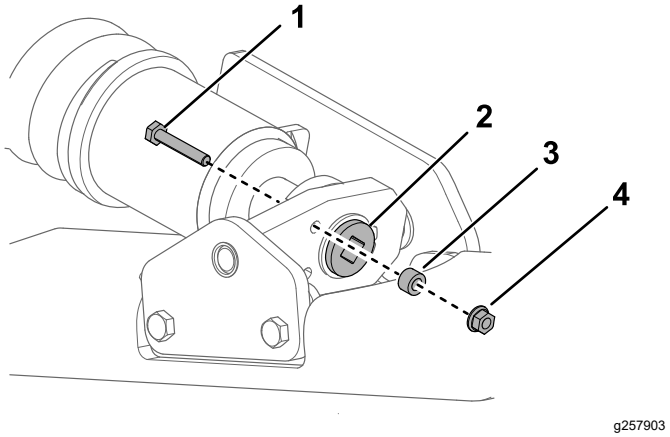
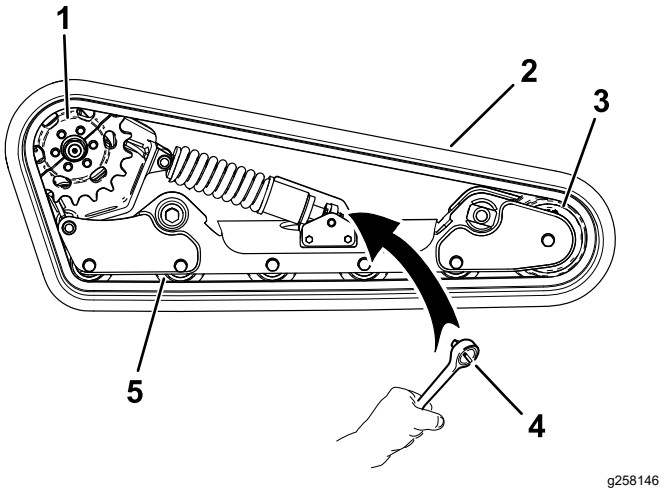

**Figura 57**
**Figura 61**
4. Retire el perno de bloqueo, el espaciador y la tuerca (Figura 57).
6. Alinee la muesca más próxima del tornillo tensor con el taladro del perno de bloqueo, y fije el tornillo con el perno de bloqueo y la tuerca (Figura 57).
7. Retire el perno de bloqueo, el espaciador y la tuerca (Figura 57).
8. Usando una llave de carraca de ½", alivie la tensión en la oruga girando el tornillo tensor en sentido horario (Figura 57 y Figura 61).
5. Rueda de rodaje (5)
9. Retire los 3 pernos que fijan la mitad de piñón que no está acoplada con la oruga (Figura 61).
14. Coloque la nueva oruga alrededor de la rueda delantera y, a continuación, coloque la oruga alrededor del cubo de la transmisión en el lateral sin el piñón (Figura 61).
15. Presione la oruga debajo y entre las ruedas de rodaje y colóquela alrededor del bastidor (Figura 61).